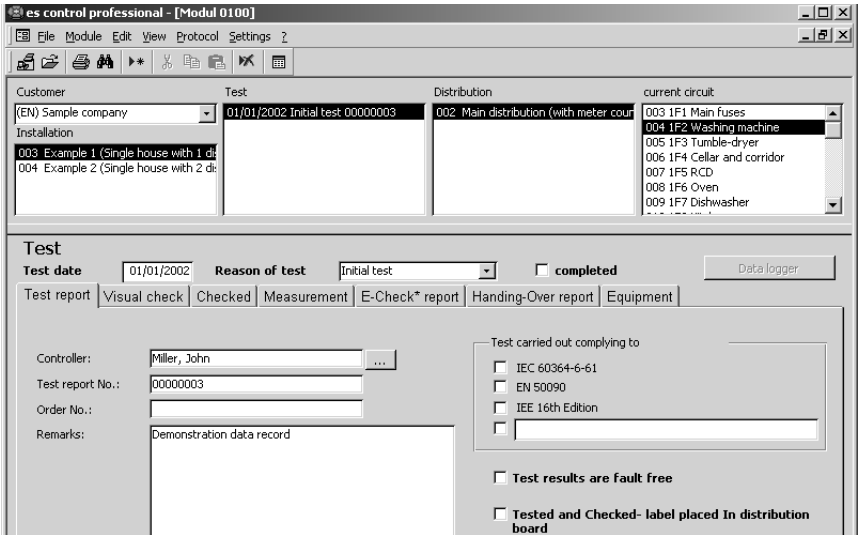

Figure 5.30: “View Test” window
- Select customer, installation, and test in the UNITEST es control 0100 professional software (sample customer, example 1, new installation), in compliance with Figure 5.30.
- Select the Customer, Installation, and Test in the UNITEST es control 0100 software (Sample customer, example 1, new installation) in compliance with Figure 5.30.